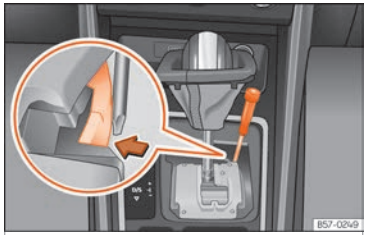

Fig. 54 Alavanca seletora: desbloqueio de emergência na posição de estacionamento.
- Com a ajuda de uma chave de fendas, pressione lateralmente a patilha amarela de desbloqueio e mantenha-a pressionada ››› Fig. 54.